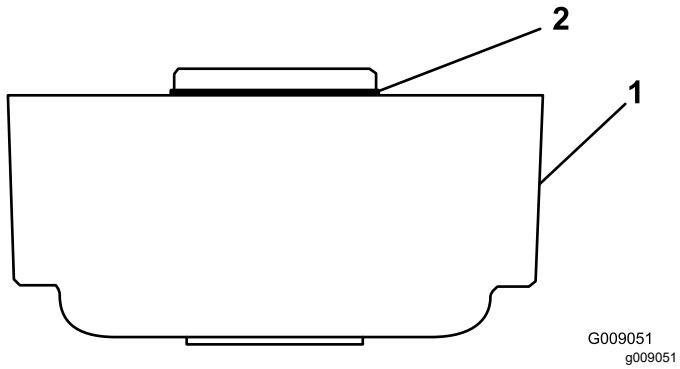

Figur 4
1. Påse at O-ringen er montert på valsebørstehuset (Figur 4).